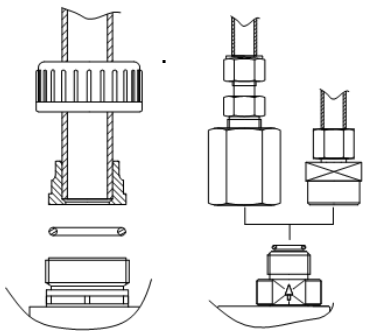

Рис. 13
- Прикрутите к клапану с помощью накидной гайки (Рис. 13).